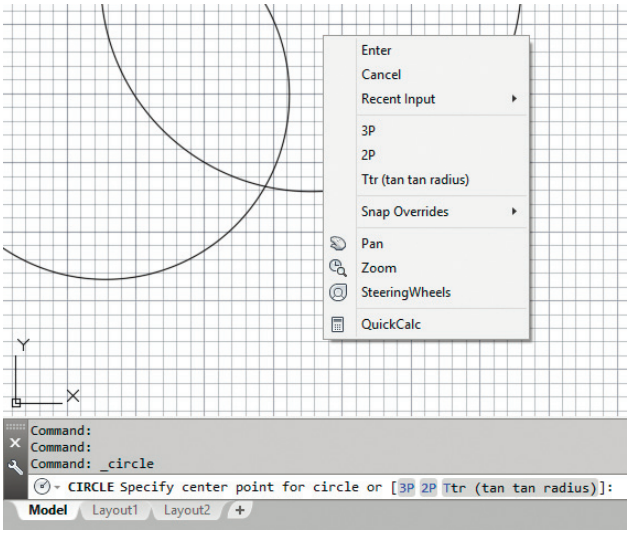

Рис. 2.16. Пример контекстного меню команды CIRCLE
- *команда* – вызывается при выполнении какой-либо команды. Содержит набор ключей, отображаемых в командной строке и облегчающих выполнение текущей команды с помощью мыши (рис. 2.16);